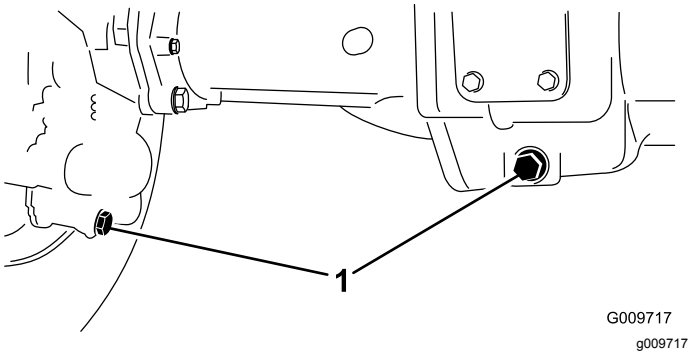

Figur 69
2. Gör rent runt de tre avtappningspluggarna, en på varje ände och en i mitten (Figur 69).